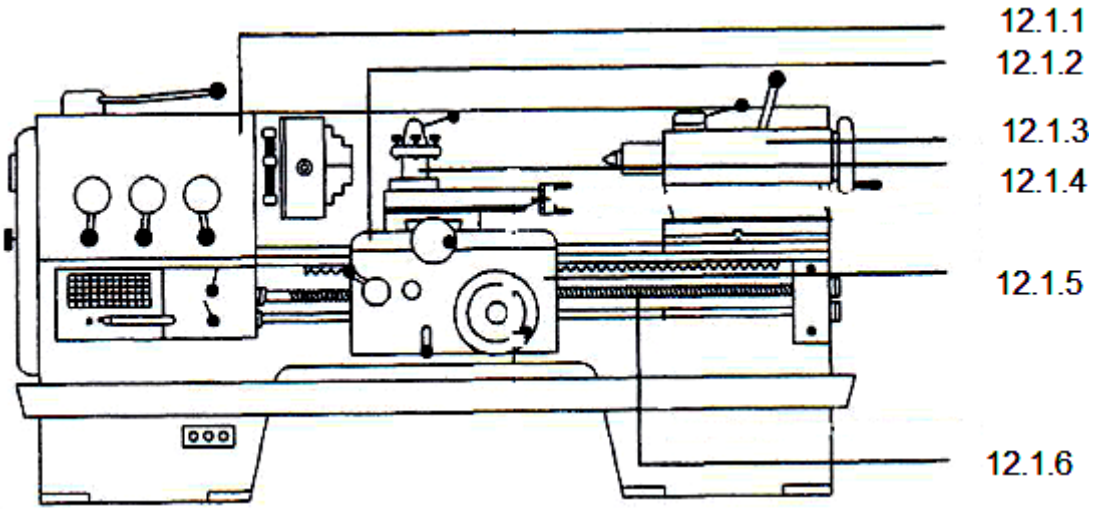

FIGURE 4
12.1 FIGURE 4 depicts a centre lathe.